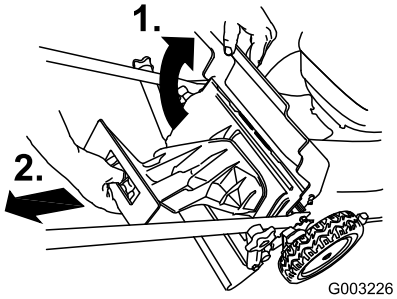

Figur 22
1. Hev og hold oppe bakluken (Figur 22).
2. Fjern den bakre utslippspluggen (Figur 22).